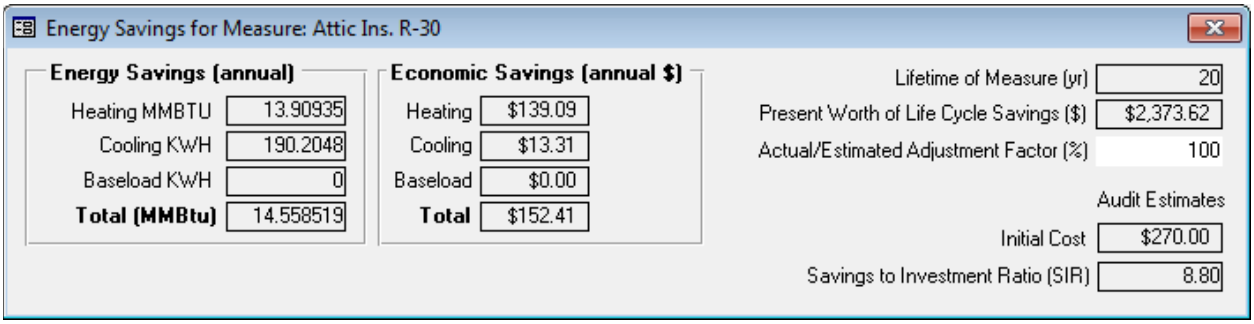

Figure 13.6. The Energy Savings for Measure: <Measure Name> sub-form.
- **Show Audit Economic Details** – Selecting this button will display the Energy Savings for Measure: <Measure Name> sub-form (see Figure 13.6) that allows you to view the energy and economic details about the measure as calculated by NEAT or MHEA. The values for the annual energy and dollar savings and the savings-to-investment ratio (SIR) will be the same as those seen in the Recommended Measures report (see Section 12.2, *Recommended Measures Report*). If the measure was not produced by running an audit, most of the entries will be zero. The values displayed on this sub-form will be described in the following section, "The Energy Savings for Measure Sub-Form."